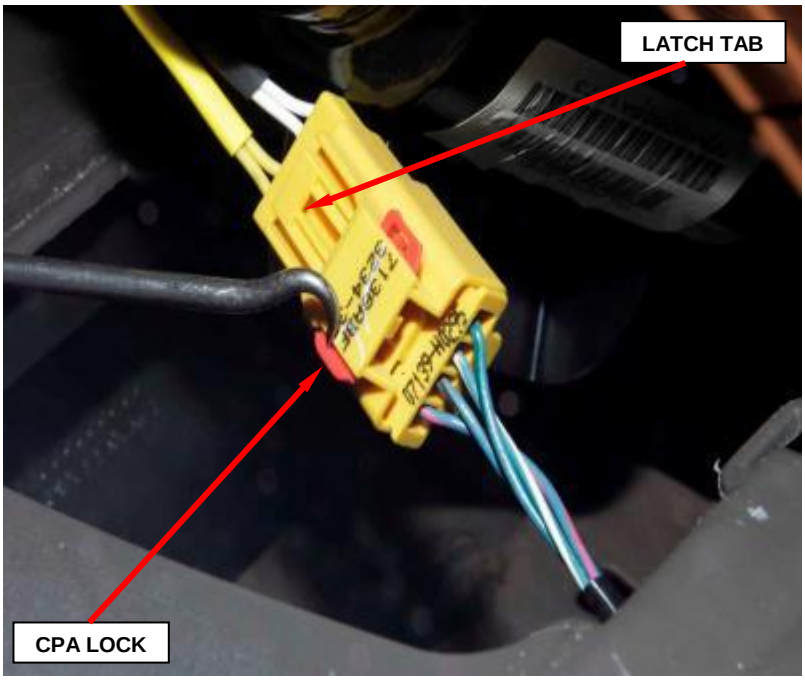

**Figure 43 – Airbag Inflator Pigtail Connector**
a. Slide the red Connector Position Assurance (CPA) lock on the connector toward the side of the connector (Figure 43).
9. Connect the instrument panel wire harness connector for the airbag to the passenger airbag inflator pigtail wire connector on the right side of the airbag mounting bracket. Be certain that the latch on the connector and the red Connector Position Assurance (CPA) lock are each fully engaged (Figure 43).